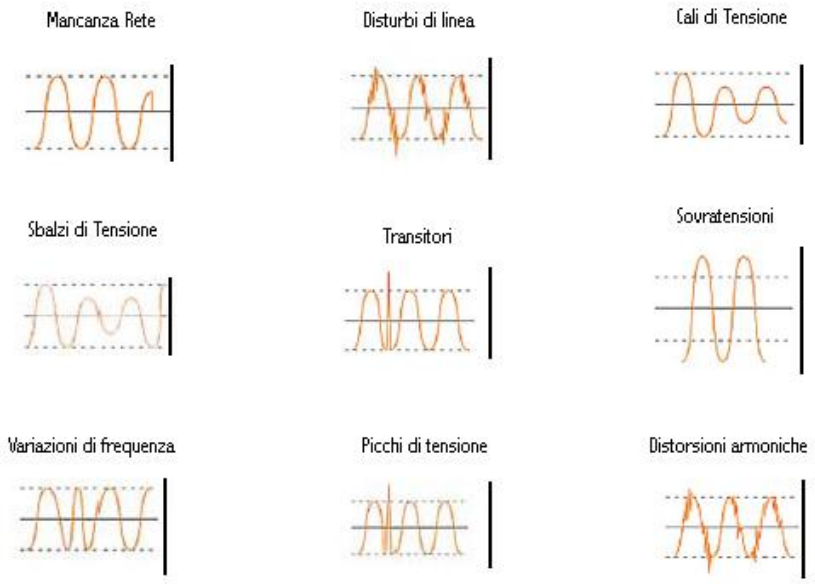

Fig. 5
Oltre ad erogare l'energia elettrica nel caso venga a mancare la fornitura dalla rete, un UPS dovrebbe provvedere a correggere la forma d'onda proveniente dalla sorgente di energia (per esempio con dei circuiti stabilizzatori). Infatti, possono presentarsi diversi problemi che generano diverse forme d'onda (Fig.5).
- interruzione dell'alimentazione della rete pubblica (fig.5: mancanza rete), ciò può essere causato da temporali, guasti sulle linee, intemperie, ecc. L'UPS controlla lo stato della tensione di rete e corregge il valore di tensione in uscita (nel caso di mancanza totale di erogazione l'energia viene fornita dal dispositivo senza interruzioni).
- bassi valori di tensione per periodi prolungati (Fig.5: cali di tensione), viene provocato da picchi di richiesta di potenza o da carichi gravosi sulla linea che eccedono la capacità della stessa. In questo caso viene controllato dall'UPS lo stato di tensione della linea in entrata (si hanno variazioni negative di tensione) e corretto immediatamente il valore di tensione in uscita (viene utilizzata l'energia immagazzinata).
- abbassamenti di tensione per brevi periodi tipicamente inferiori ai 2 secondi (Fig.5: sbalzi di tensione), in generale è provocato da commutazioni tra reti, avviamento di grandi carichi, fulmini ed intemperie. Per correggere il problema vengono effettuate le stesse procedure del caso precedente.
- innalzamenti di tensione per brevi periodi tipicamente inferiori ai 2 secondi (Fig.5: sovratensioni), viene provocato (si hanno variazioni positive di tensione) da commutazioni tra reti o possibili rilasci di grossi carichi. Similmente ai casi precedenti per variazioni inferiori ad una percentuale prestabilita viene corretta la tensione in uscita, mentre se viene oltrepassata tale percentuale, viene sganciata la rete ed utilizzata la tensione del gruppo di continuità.
- disturbi ad alta frequenza che deformano la sinusoide (Fig.5: disturbi di linea), possono causare questa distorsione le interferenze elettromagnetiche generate da fulmini, saldatori, inverter, relè, ecc. Questo problema si può risolvere con un filtro di line elettronico che riduce i disturbi provenienti dalla rete.
- distorsioni della forma d'onda sinusoidale (Fig.5: distorsioni armoniche), sono disturbi provocati da carichi di tipo non lineare quali: alimentatori switching, PC, UPS a doppio convertitore ecc. Come nel caso precedente per attenuare il disturbo si utilizzano dei filtri opportuni.
- picchi di tensione (vedi Fig.5) causati principalmente dai fulmini che provocano sovratensioni superiori ai 6.000 Volt. Viene utilizzato un soppressore di tensione unito a filtri che ne riducono ulteriormente l'effetto.
- variazione della frequenza della rete (Fig.5: variazioni di frequenza), ciò avviene quando vi è uno sgancio od inserzione di grossi carichi sulla rete con generatori connessi. L'UPS in questo caso cerca di ristabilire le condizioni di regime (funzione tampone) aiutando i propri carichi a sopportare il transitorio.